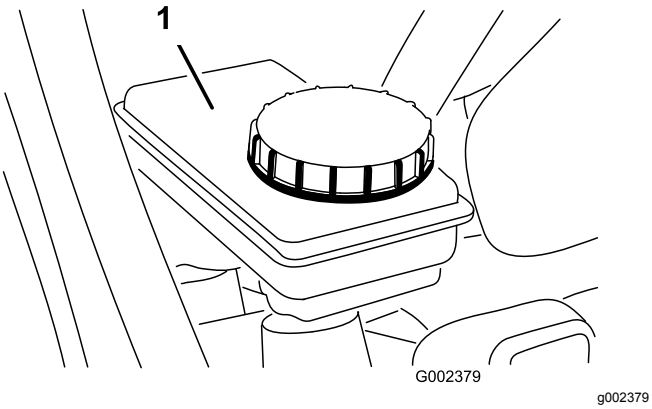

**Figuur 25**
2. Controleer of het vloeistofpeil tot aan de Vol-markering op het reservoir reikt (Figuur 25).
3. Als het vloeistofpeil te laag is, moet u de omgeving van de dop reinigen, de dop verwijderen en het reservoir vullen met de voorgeschreven remvloeistof tot het correcte niveau bereikt is (Figuur 25).